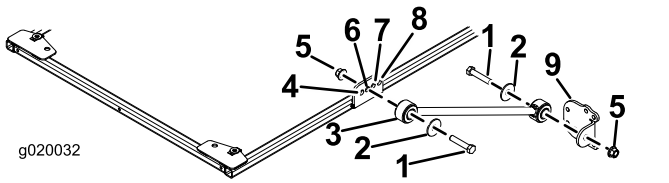

Рисунок 31
2. С каждой стороны рамы солнцезащитного навеса прикрепите, не затягивая, подпорку ко второму отверстию кронштейна подпорки с помощью болта (½ x 2½ дюйма), шайбы (½ дюйма) и фланцевой гайки (½ дюйма), как показано на Рисунок 31.
3. Прикрепите, не затягивая, кронштейн подпорки к каждой подпорке с помощью болта (½ x 2½ дюйма), шайбы (½ дюйма) и фланцевой гайки (½ дюйма), как показано на Рисунок 31.